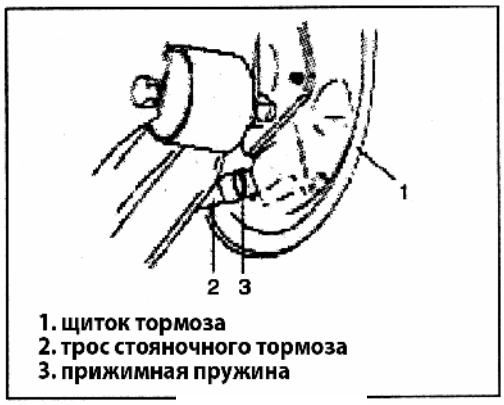

Рис. 684
4) Снимите прижимное кольцо троса стояночного тормоза, отсоедините трос стояночного тормоза от щитка тормоза (Рис. 684).